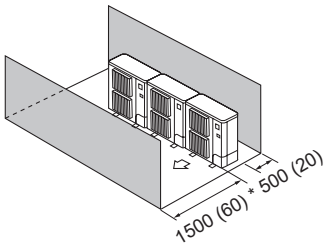

Fig. 2-15
(4) Obstacles uniquement à l'avant et à l'arrière (Fig. 2-15)